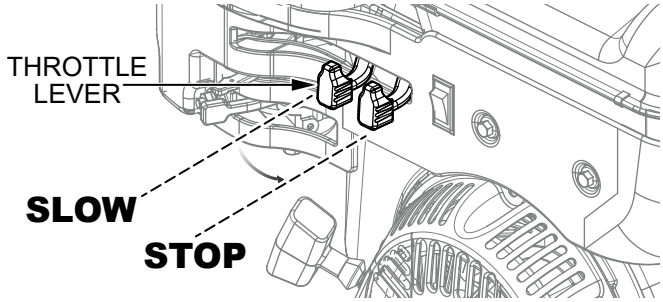

Figure 52. Engine Throttle Lever (STOP)
3. Place the engine throttle lever (Figure 52) in the **STOP** position.